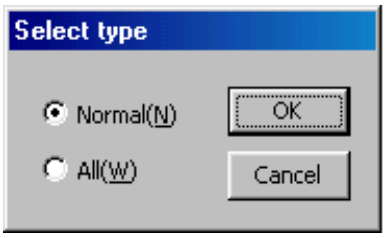

Figure 7.45 "Select type" dialog box
Click *"Download (D)"* in the "Index TypeB Menu" to display the "Select type" dialog box (see Figure 7.45).